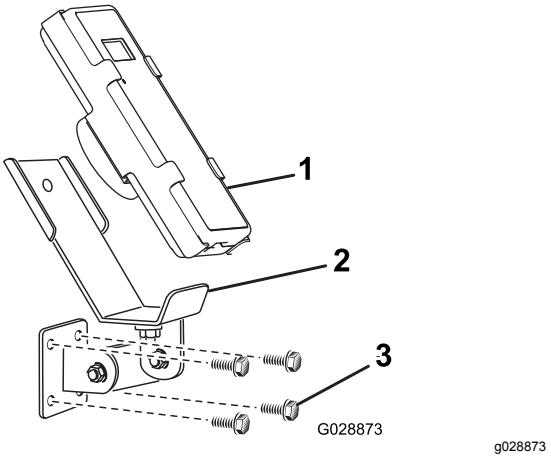
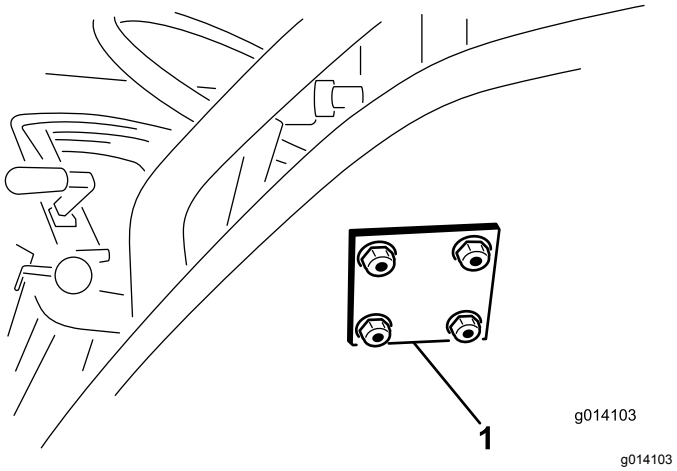

**Figur 10**
**Figur 11**
3. Sätt fast monteringsfästet och fästplattan med 4 huvudbultar med fläns (5/16 x 1½ tum) och låsmuttrar med fläns (Figur 10 och Figur 11).